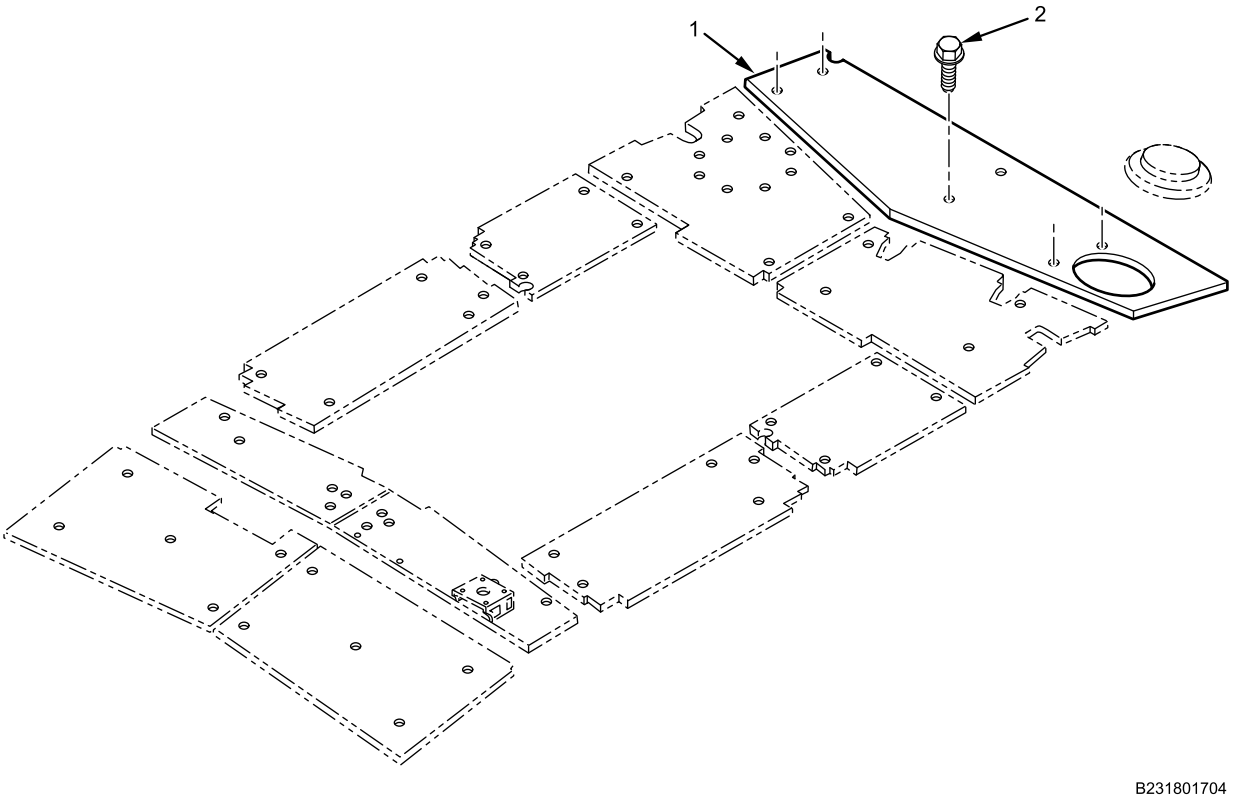

Figure 3. Roof Armor Rear Panel.
4. Secure lifting sling to roof armor rear panel (Figure 3, Item 1) and attach sling to lifting device.
5. With assistant, remove six bolts (Figure 3, Item 2) and washers from roof armor rear panel (Figure 3, Item 1). Remove armor panel.